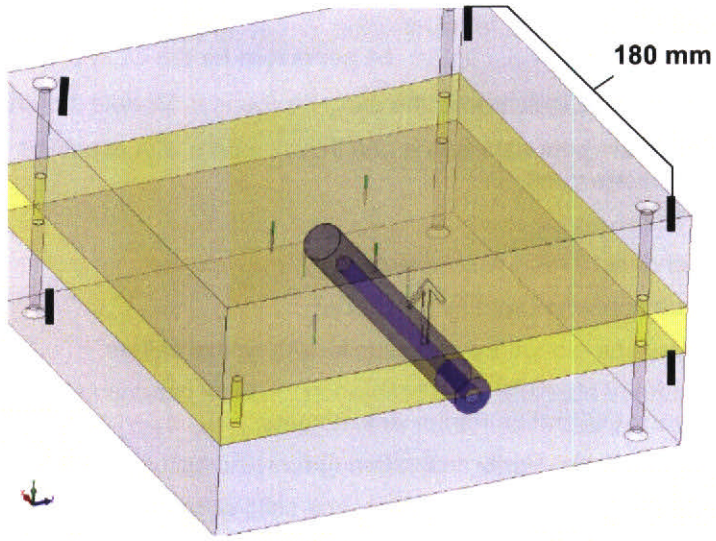

**Figure 1-3 Accuray Small Solid Water Phantom with Implanted Fiducials**
- Develop a treatment plan for the solid water ion chamber phantom (*Figure 1-3 Accuray Small Solid Water Phantom with Implanted Fiducials, page 7*).